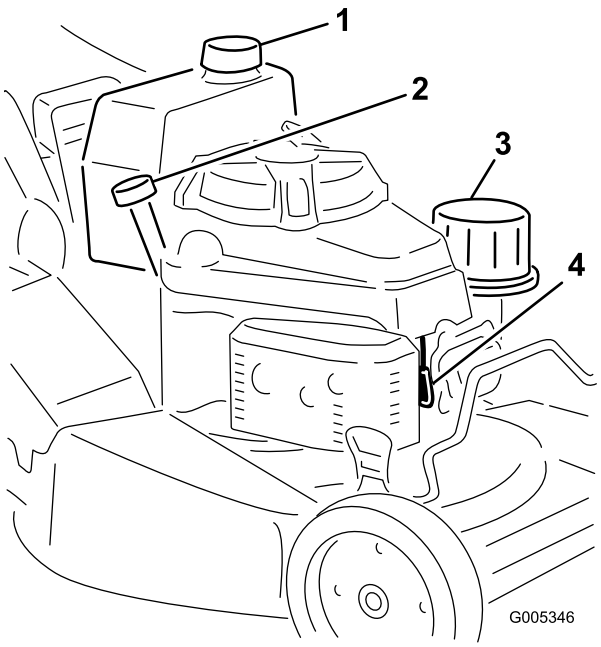

Figuur 13
1. Maak de omgeving van de dop van de brandstoftank schoon (Figuur 13).
1. Sluit de bougiekabel aan op de bougie (Figuur 13).